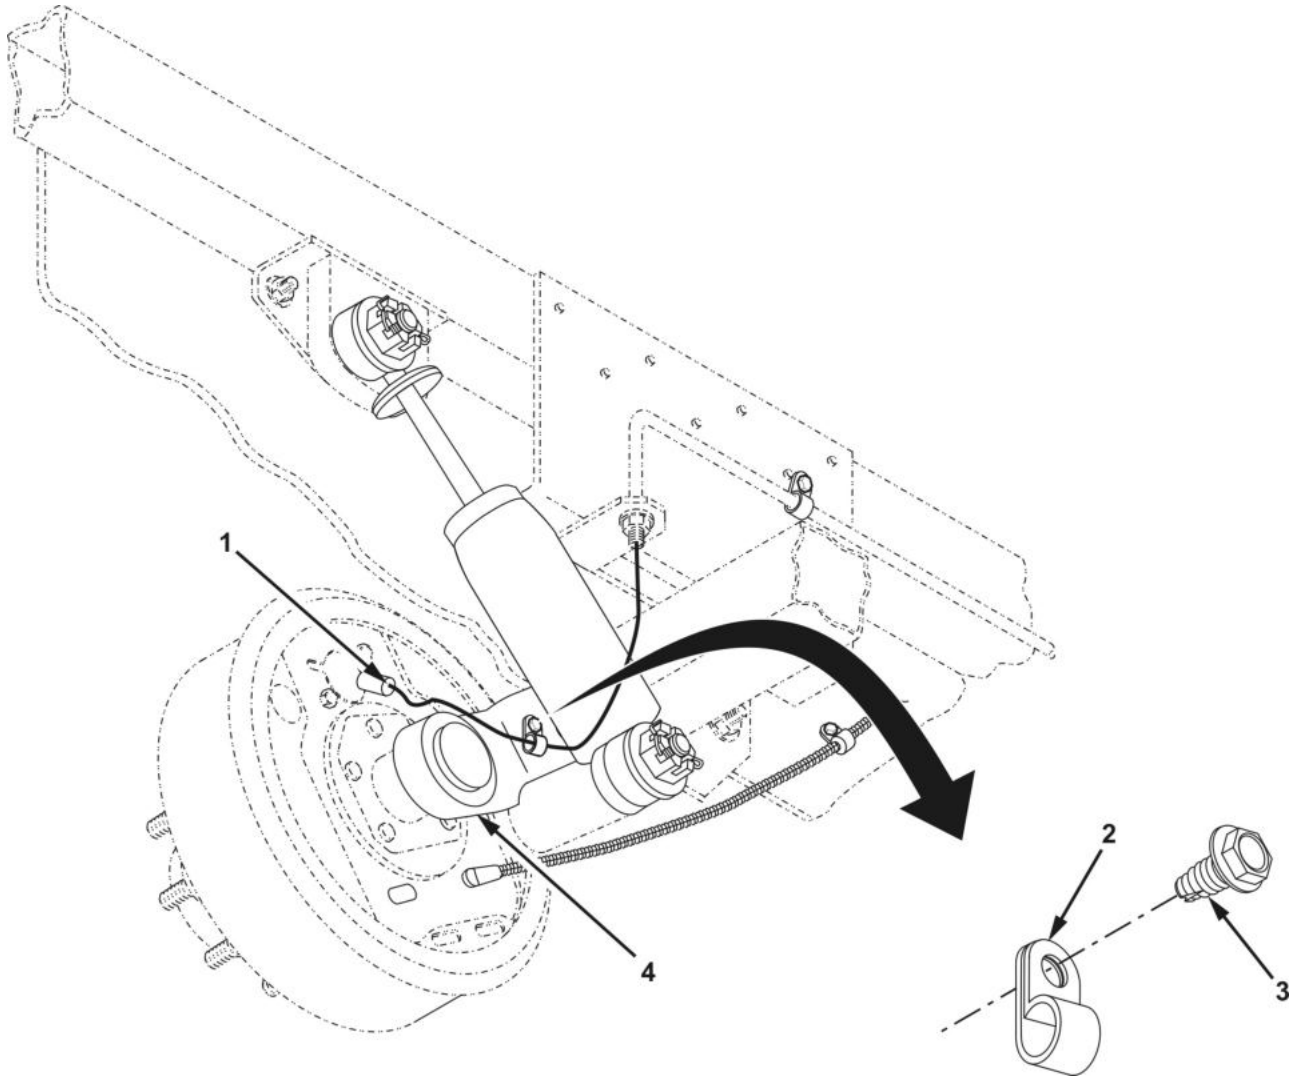

Figure 5. Shock Absorber Installation.
5. Install capscrew (Figure 5, Item 3) through clamp (Figure 5, Item 2), securing flex brake line (Figure 5, Item1) to torsion arm (Figure 5, Item 4).